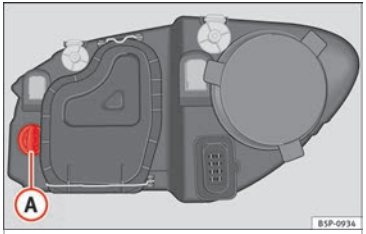

Fig. 177 Turn signal bulb.
– Rotate the bulb holder ››› **Fig. 177** (A) to the left and pull.